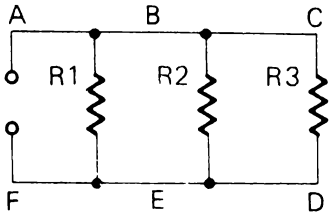

Figura 2
15. Riferitevi alla Figura 2. R_1 = 2 KΩ, R_2 = 3 KΩ, R_3 = 4 KΩ.